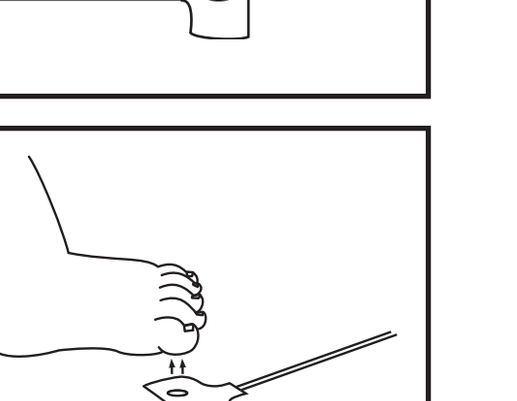

Fig. 2a
2. Coloque el cable del sensor de modo que apunte lejos del paciente o pase por debajo del pie. Coloque el detector sobre la parte blanda del dedo gordo del pie (fig. 2a). Es necesario que el visor del detector quede completamente cubierto para que los datos sean precisos.